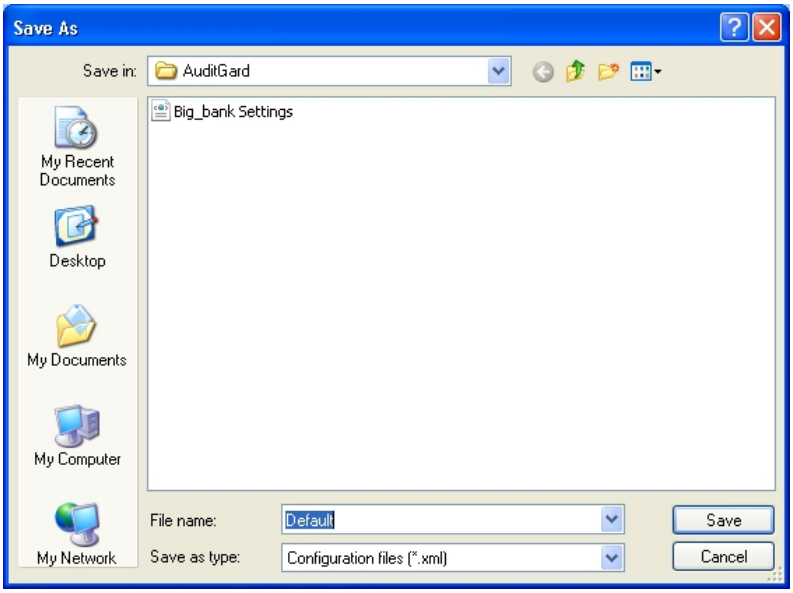

Figura 19
2. Dé un nombre al archivo y haga clic en el botón **Save** (figura 19).